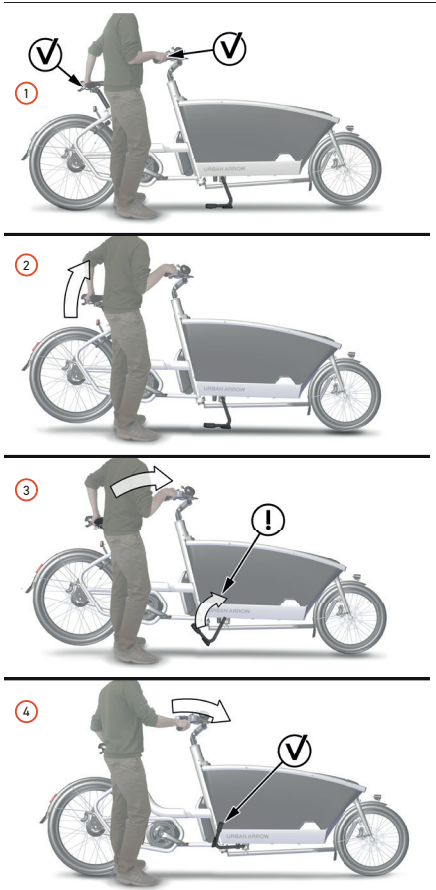

Abbildung 25 : Einklappen des Fahrradständers
3. Halten Sie den nächstgelegenen Griff **118** mit einer Hand (siehe Schritt 1 in Abbildung 25).
4. Ziehen Sie den Griff unter dem Sattel **5** mit der anderen Hand nach oben (siehe Schritt 2 in Abbildung 25).
5. Schieben Sie das Fahrrad nach vorne. Der gefederte Ständer dreht sich nach oben und ist somit nicht mehr im Weg (siehe Schritt 3 und 4 in Abbildung 25).